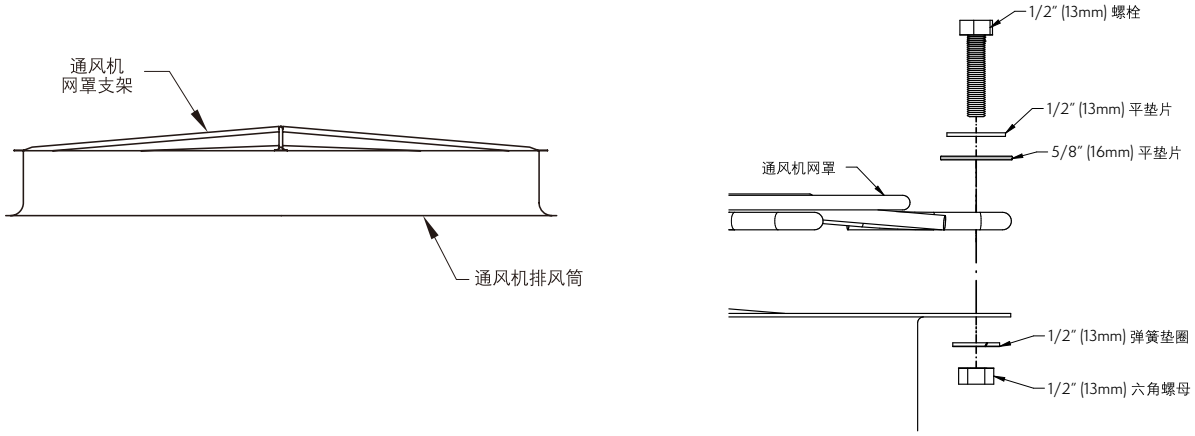

图 24 – 通风机网罩支架和通风机网罩的安装
1. 将通风机网罩支架架在排风筒顶部（见**图24**）。
4. 把通风机网罩的每一个孔和排风筒上的孔固定在一起（见**图24**）。在支架与排风筒相接触的4*个点上，用螺栓将支架、排风筒和通风机网罩连接在一起。